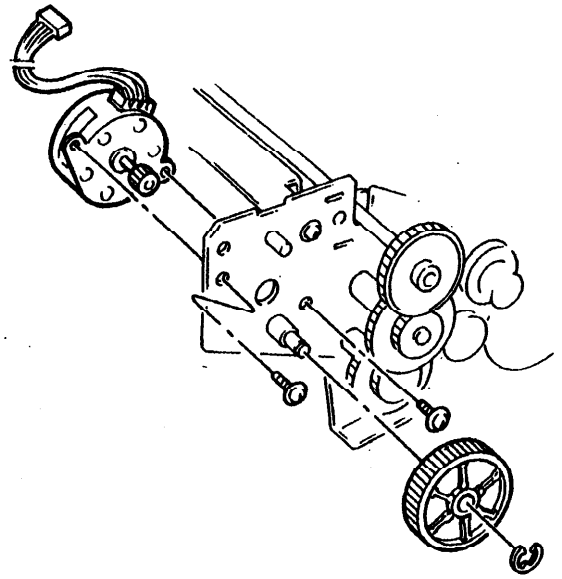

Рис. 3. Двигатель сканирования
9. Отвинтите два винта, крепящих двигатель сканирования к задней раме (Рис. 3).